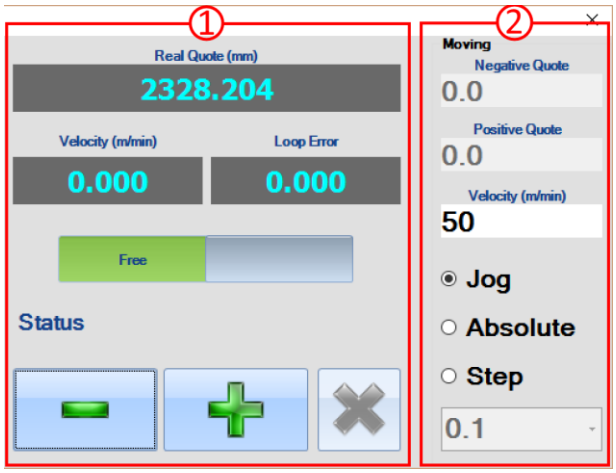

Fig. 6
3. MANUAL MODE: allows the axis devices to be displayed, including their real coordinates and the possibility to move them manually through the control board (Fig. 6). There are also the flags for established operations, such as gun washing, manual activation of the guns, etc...
1.2 MOVEMENT AREA (Fig.6)